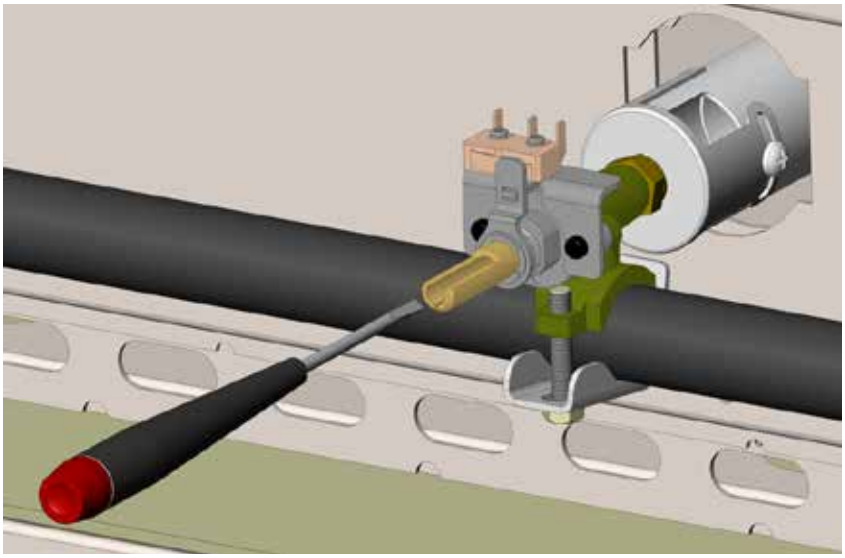

Figure 5
4. Introduire un petit tournevis plat dans la tige du robinet pour commencer le réglage (voir Fig. 5). La vis n'offre que 2 ou 3 tours complets de réglage, après lesquels elle peut continuer de tourner mais sort alors du robinet, ce qui pourrait entraîner une fuite de gaz. NE PAS tourner la vis de plus de 3 tours.